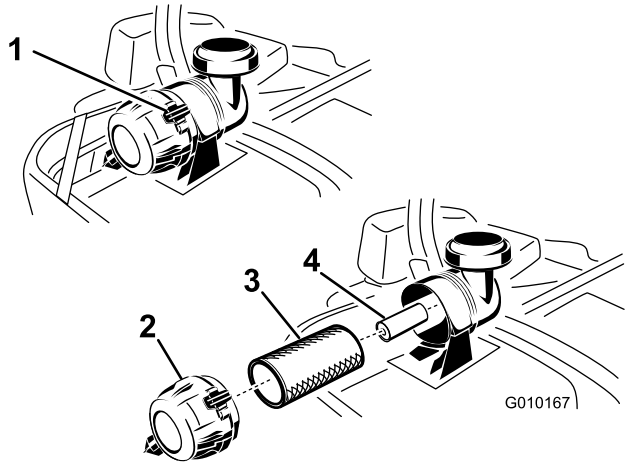

Figur 48
3. Skub ned for at åbne holdeklemmerne på luftfilteret, og træk luftfilterdækslet af luftfilterhuset (Figur 48).
5. Skub forsigtigt primærfilteret ud af luftfilterhuset (Figur 48). Undgå at ramme husets side med filteret.
1. Rengør ikke papirfilteret. Det skal udskiftes (Figur 48).
2. Hvis sekundærfilteret skal udskiftes, skal det forsigtigt skubbes ind i filterhuset (Figur 48).
3. Skub forsigtigt primærfilteret over sekundærfilteret (Figur 48). Sørg for, at det er helt på plads ved at skubbe på filterets yderste kant, mens det installeres.
4. Monter luftfilterdækslet med ånderørshætten nedad, og drej det, så holdeklemmerne låser dækslet på plads (Figur 48).